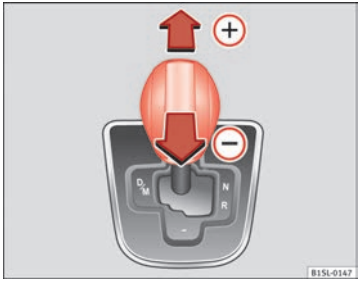

Fig. 91 Lever in the Tiptronic position
- Press the lever forwards ⊕ or backwards ⊖ to move up or down a gear ⇒ Fig. 91.